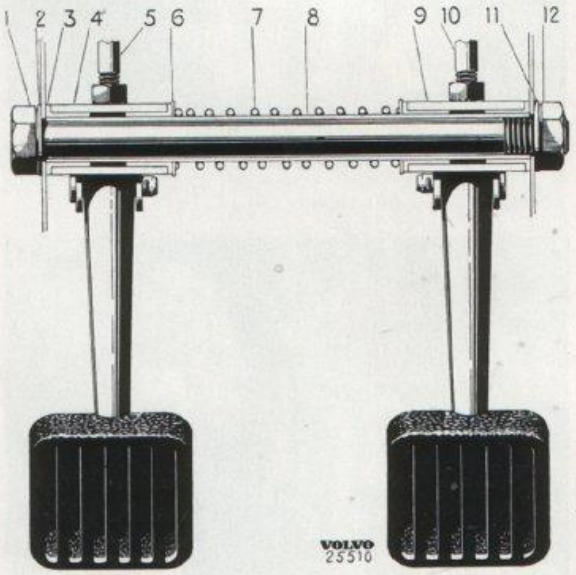

Bild 2-15. Pedalställ
1. Tag bort saxpinnarna och bultarna i pedalerna. Tag loss returfjädrarna. Lossa skruv och mutter för pedalaxeln (8) bild 2-15. Tag bort pedaler (4, 9) och axel.
2. Slå ut bussningarna (3) med en lämplig dorn. Pressa i de nya bussningarna.